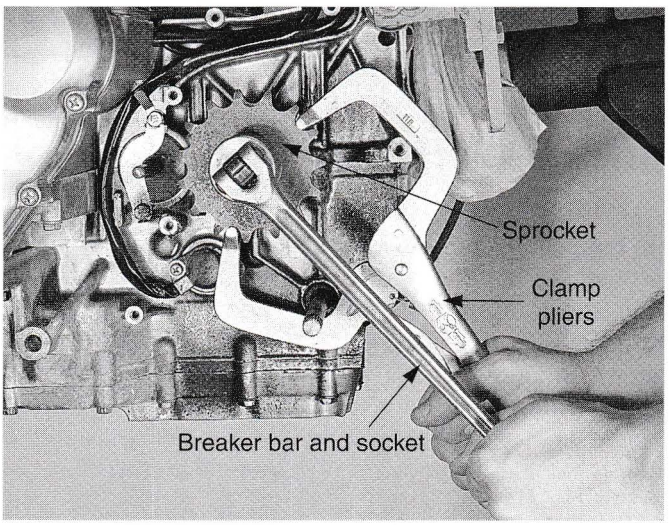

Figure 18-22. A pair of clamp pliers can be used to safely hold the countershaft sprocket while loosening the sprocket nut.
- Clamp pliers or a chain wrench to hold the transmission output sprocket, **Figure 18-22.**